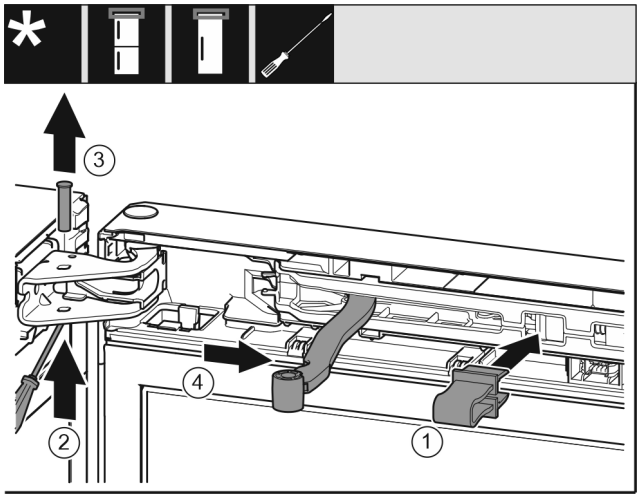

*Fig. 10*
- ▶ Beveiliging *Fig. 10 (1)* in opening vastklikken.
- ▶ Bouten *Fig. 10 (2)* eruit schuiven.
- ▶ Bouten *Fig. 10 (3)* naar boven toe wegnemen.
- ▶ Scharnier *Fig. 10 (4)* in de richting van de deur draaien.